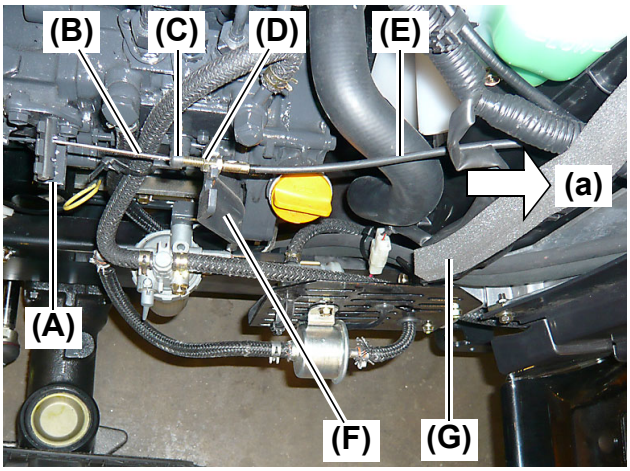

Fig. 1
1. Remove the stopper rubber **(Fig. 1, (A))** and then disconnect the inner wire **(Fig. 1, (B))**.
2. Remove the cable cap **(Fig. 1, (C))**.
3. Remove the nut **(Fig. 1, (D))** and then disconnect the engine control cable **(Fig. 1, (E))** from the holder **(Fig. 1, (F))**.
4. Strip off the upper half of the seal **(Fig. 1, (G))**. Pull out the cable **(Fig. 1, (E))** toward the rear of machine body.